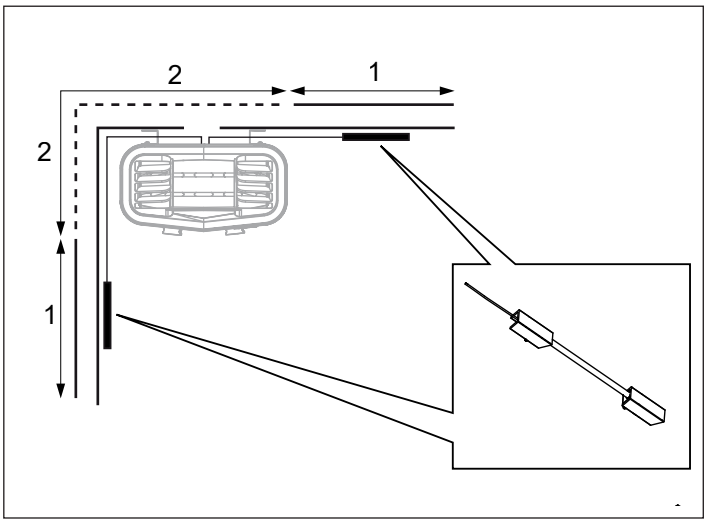

Abbildung 11: Positionierung des Temperatursensors
7. So platzieren Sie die Temperaturfühlerhalterung an der Wand (siehe Abb. 11). Wählen Sie möglichst Position 1. Position 2 führt zu einer niedrigeren Saunatemperatur.